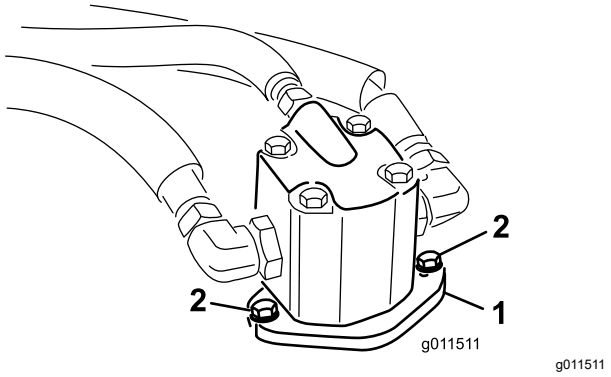

Figur 116
4. Avlägsna de bultar som fäster hydraulmotorn på klippdäcket (Figur 116).